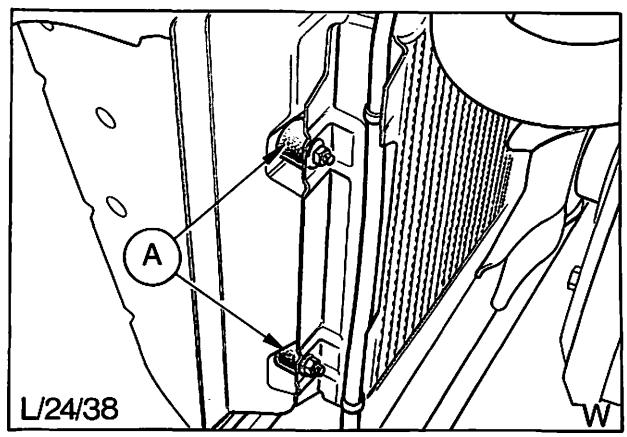

Abb. 67 Beim OHC-Motor ist der Kühler in Gummilager aufgehängt
14. Kühler einbauen, Abb. 67 und 68.